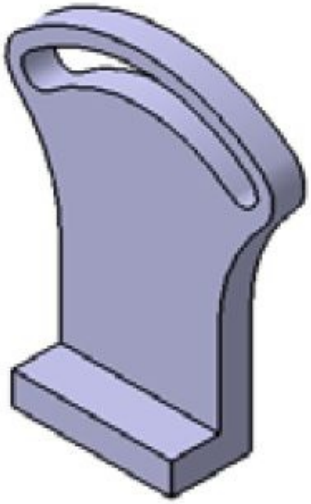

Figure 5-53 *Model after creating the third feature*
3. Extrude the sketch to a distance of 15 mm. The model after creating the third feature is shown in Figure 5-53.